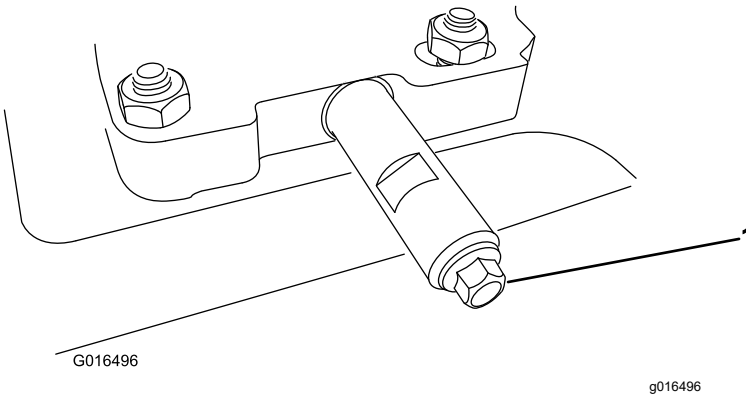

**Figure 35**
2. Nettoyez la surface autour de l'écrou de vidange d'huile (Figure 35).